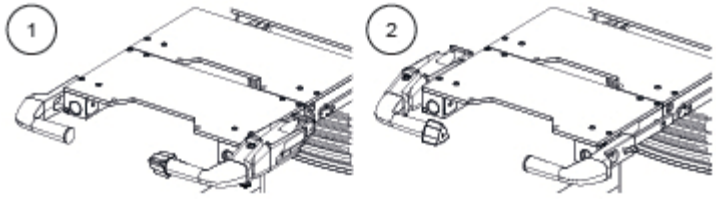

Abbildung 6-4. Ausrichtung für motorisierten Transport
1. Der Griff für motorisierten Transport wird auf der rechten (1) oder linken Seite (2) des Operationstisches in die Zubehörschienen oder die Verlängerungsschienen eingeführt. Siehe *Abbildung 6-4*.